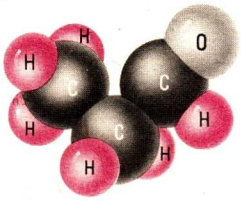

Abb. 25 Molekülmodell von Propanal
Derivate der Alkane mit einer Aldehydgruppe im Molekül werden als **Alkanale** bezeichnet. Alkanale gehören zu den Aldehyden. Die Aldehydgruppe ist mit einem Alkyl verbunden. Im folgenden werden nur Alkanale mit unverzweigtem Alkyl betrachtet (Abb. 25). ① ② ③